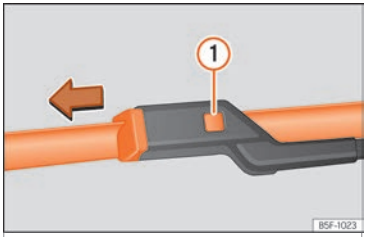

Fig. 48 Cambio de las escobillas del limpiaparabrisas.
- Mantenga presionada la tecla de desbloqueo ››› fig. 48 ① tirando ligeramente de la escobilla en el sentido de la flecha.